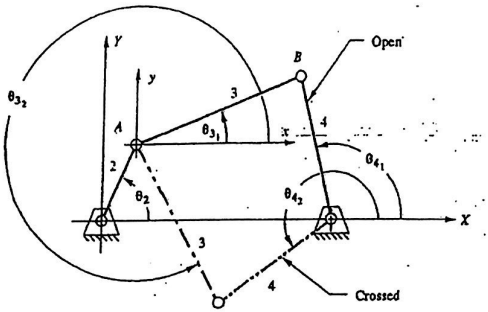

FIGURE P4-1
*4-6 The link lengths and the value of θ_2 for some fourbar linkages are defined in Table P4-1. The linkage configuration and terminology are shown in Figure P4-1. For the rows assigned, draw the linkage to scale and graphically find all possible solutions (both open and crossed) for angles θ_3 and θ_4. Determine the Grashof condition.